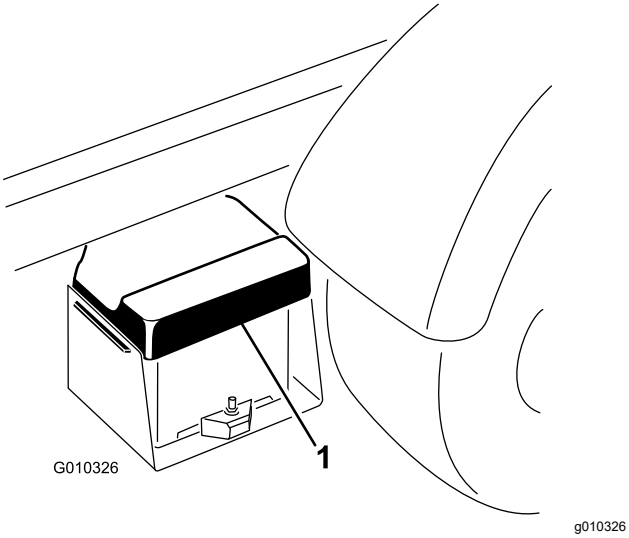

Figur 42
1. Kläm ihop batterikåpan för att frigöra flikarna från batterilådan, och ta sedan bort batterikåpan från batterilådan (Figur 42).